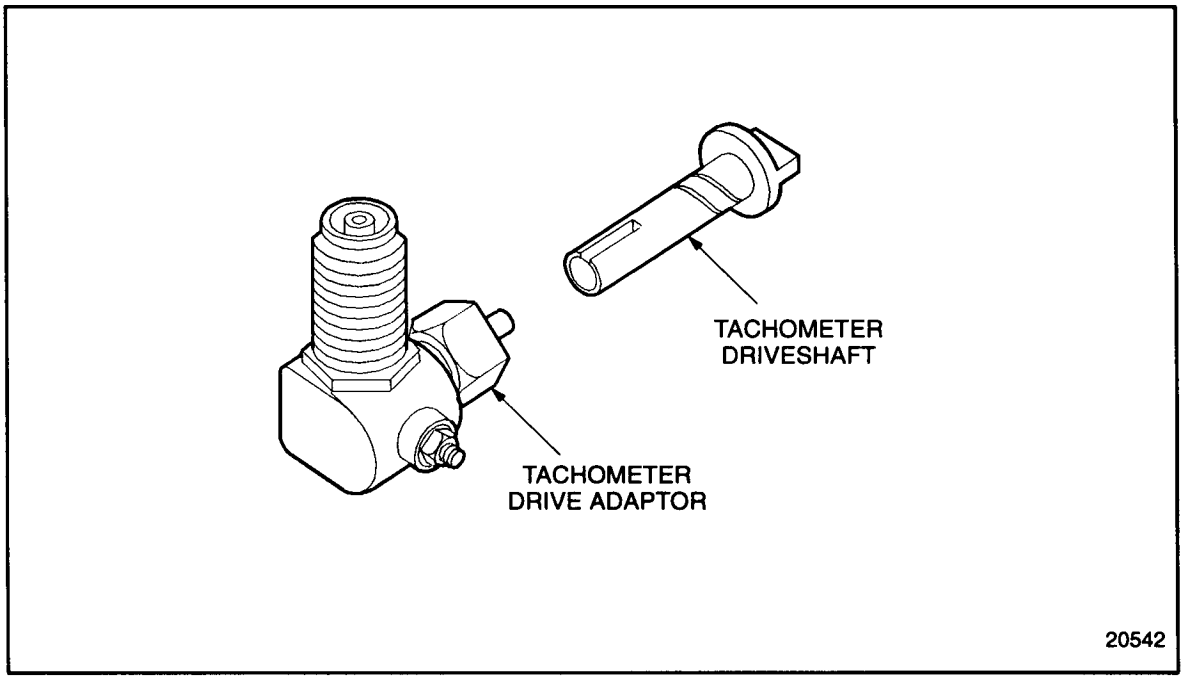

Figure 8-20 Tachometer Drive Unit Installation
3. Using a new gasket, install the camshaft drive gear access cover tachometer drive unit to the engine by indexing the tachometer drive blade with the slotted camshaft drive gear retaining bolt. See Figure 8-20.